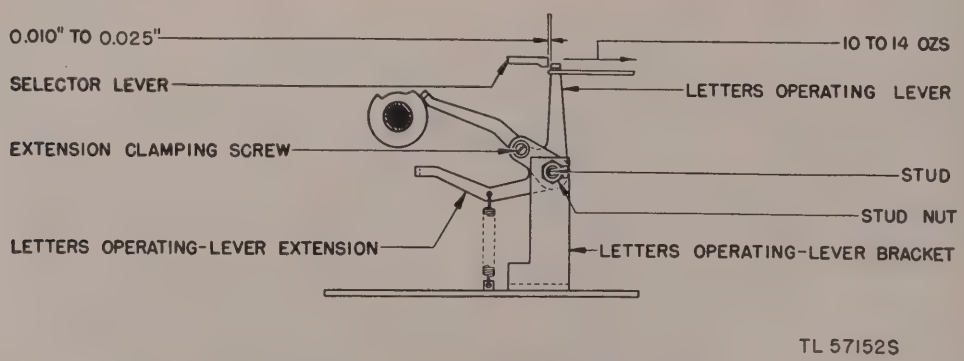

Figure 90. Letters operating-lever mechanism.
Note. Before making this adjustment on transmitter distributor units having a mechanism for momentarily opening the tape-out contact on the letters code combination, move the letters operating lever (fig. 90) toward the front of the transmitter by means of its mounting stud and the slotted hole in the bracket. This is done so that the vertical projection of the letters operating lever will not interfere with the free movement of the selector levers.
a. Requirement. Move the tape-out contact-lever latch lock-out screw upward so that the lock-out screw is ineffective. Set up the letters code combination and rotate the cam sleeve manually until the letters operating lever (fig. 90) is resting on the low part of its cam. With the letters operating lever in this position, there should be 0.010- to 0.020-inch clearance between the latching surface of the tape-out contact-lever latch and the tape-out contact lever.
b. Adjustment. Loosen the horizontal extension clamping screw (fig. 90) and position the letters operating-lever horizontal extension with respect to the tape-out contact lever. Tighten the extension clamping screw.
203. Letters Operating-Lever Horizontal Extension Spring Tension (fig. 90)